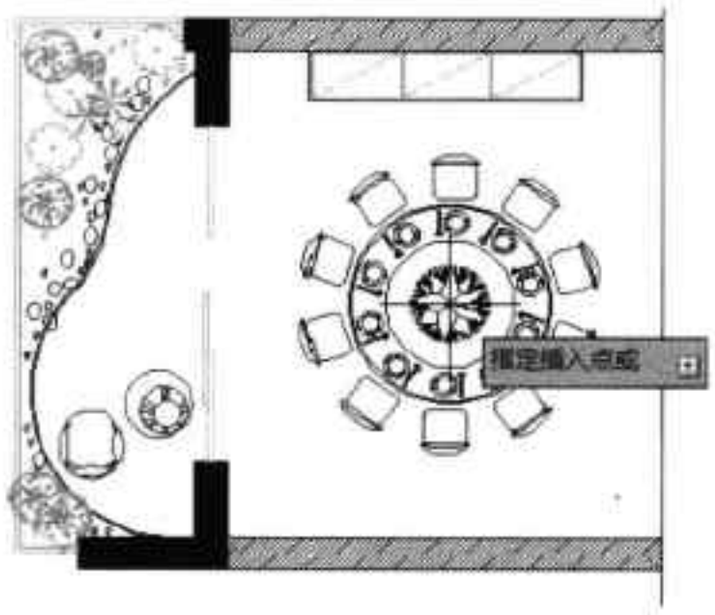
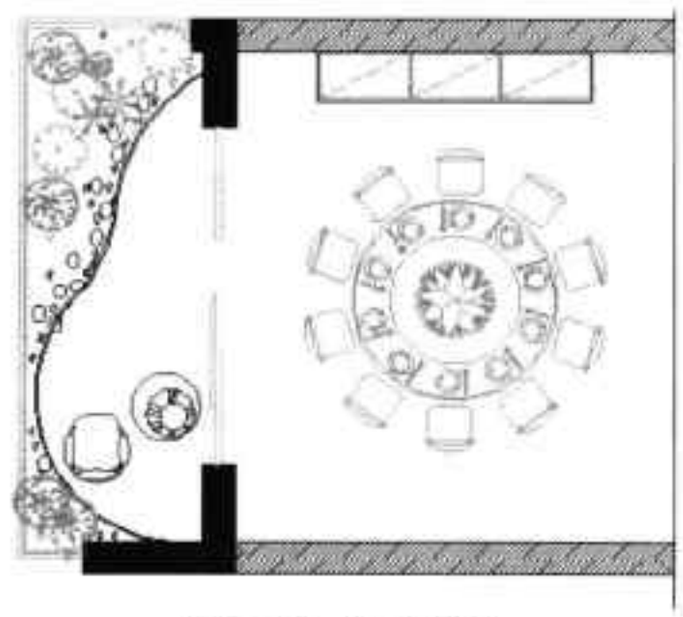

图7-38 指定插入点
图7-39 完成操作
Step 03 在绘图区中，指定该图块的插入点，如图 7-38 所示。设置完成后的效果如图 7-39 所示。从图中可以看出，插入的图块将以灰色显示。